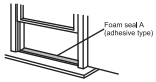

Fig.8
1. Corte el sello de espuma (tipo adhesive) a la longitud apropiada y sujételo a la repisa de la ventana. Fig.8